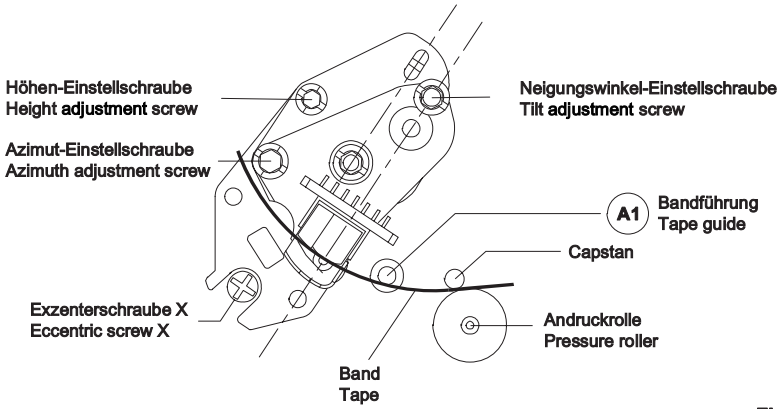

Fig. 25
- Mit der Schraube für den Neigungswinkel (Fig. 25) die Bandunterkante gut auf die Bandführung "A1" aufsetzen (das Band darf nicht an der Unterkante eingerollt sein).
- By means of the tilt adjustment screw (Fig. 25) move the tape until the lower edge just touches the tape guide "A1" (the lower edge of the tape must not bend).
- Mit der Höheneinstellschraube maximale Ausgangsspannung einstellen (Fig. 25).
- Mit der Azimuteinstellschraube auf maximale Ausgangsspannung einstellen (Fig. 25).
- Mit der Exzenterschraube X (Fig. 25) das Trackingsignal "TRIV" (MP 105) auf Maximum stellen (DC-gekoppelt).
- Adjust for maximum output voltage with the height adjustment screw (Fig. 25).
- Adjust to maximum output voltage with the azimuth adjustment screw (Fig. 25).
- With the eccentric screw X (Fig. 25) adjust the "TRIV" (MP 105) tracking signal to maximum voltage (DC-coupling).